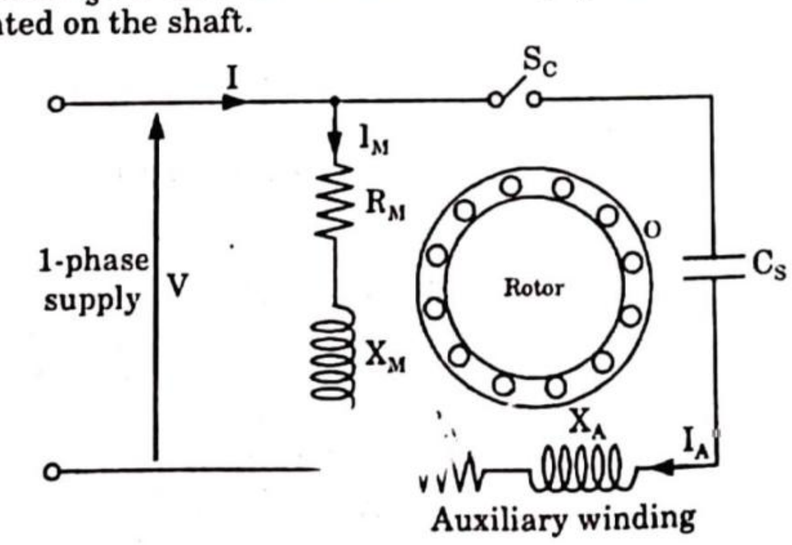

Fig. 4.31.2. Capacitor start motor.
1. Fig. 4.31.2 shows the connections of a capacitor-start motor. It has a cage rotor and its stator has two windings namely, the main winding and the auxiliary winding (starting winding).
2. The two windings are displaced 90° in space. A capacitor C_S is connected in series with the starting winding. A centrifugal switch S_C is also connected as shown in Fig. 4.31.2.